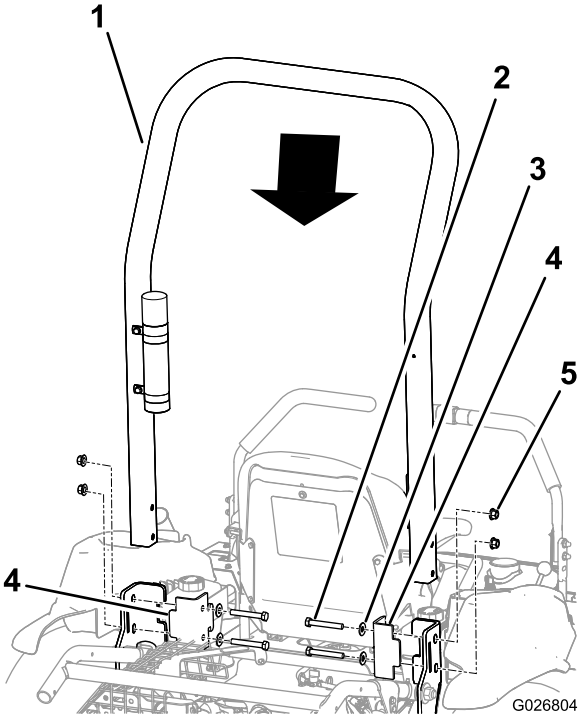

Figuur 6
2. Plaats de rolbeugel op de machine; zie Figuur 6.